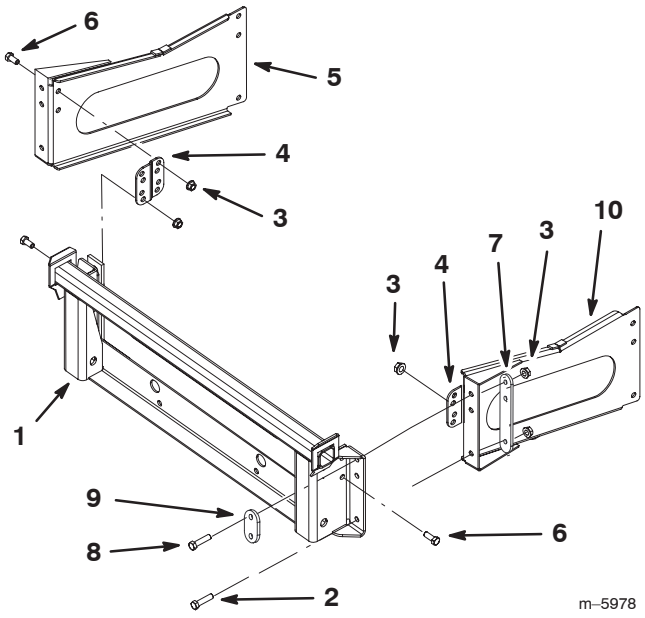

Figure 4
Important When installing the bagger bracket for an air cooled machine, use only 2 long frame spacers; 1 per each side (Fig. 4).
1. Install the side brackets to the bagger mounting bracket (Fig. 4).
2. In the top two holes, install 2 bolts (3/8 x 1–1/2 inch), 2 flange nuts (3/8 in.) one long frame spacer, and one short frame spacer (Fig. 4).
Note: Make sure the long frame spacers are installed as shown in figure 4.
3. In the bottom hole, install a bolt (3/8 x 1–1/4 inch) and a flange nut (3/8 in.) (Fig. 4).
4. Install a bracket stiffener to the side bracket and bagger mounting bracket. Use 4 bolts (3/8 x 3/4 inch) and 4 flange nuts (3/8 in.) (Fig. 4).
2. Tighten the bagger mounting bracket to the side brackets (Figures 4 or 6).
3. Tighten the bracket stiffeners to both the side plates and the bagger mounting bracket (Figures 4 or 6).